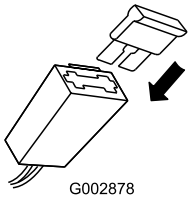

Figuur 10
3. Plaats de zekering in de zekeringhouder (Figuur 10).